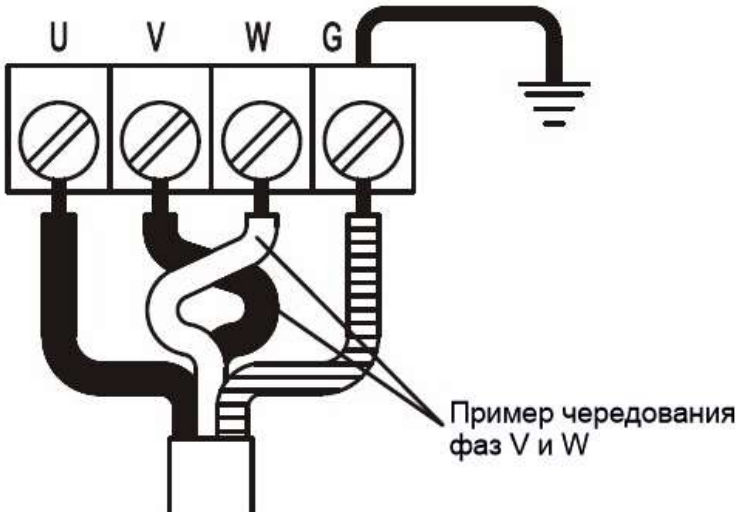

Рис.19 Смена вращения рабочего колеса.
3.5.1.3. Чтобы обратить сменить вращение, нужно заменить местами два из трех проводов, обозначенных U, V и W соответственно, рис. 19.